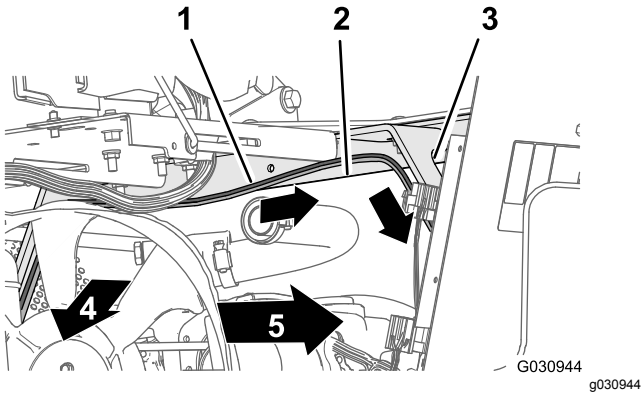

Figur 115
2. Før den 108 cm lange ledningssatsforgreningen over seteboksvinkelen og ned langs venstre støtte for motordekselet (Figur 115).